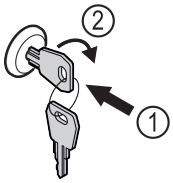

Fig. 161
▶ Introduceți cheia prin apăsare. *Fig. 161 (1)*
▶ Rotiți cheia cu 90° în sensul acelor de ceasornic. *Fig. 161 (2)*